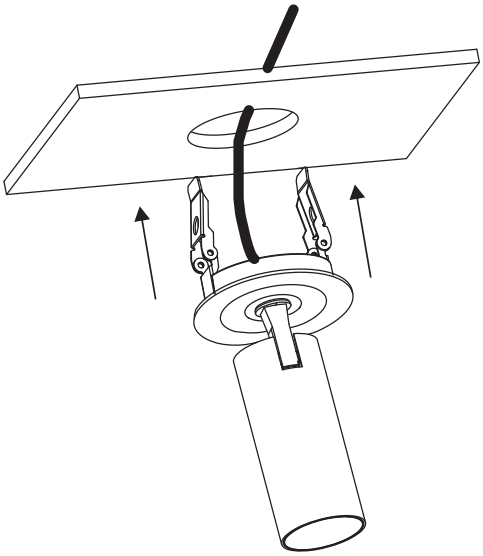

图3
3、捏紧两侧弹片，将灯体嵌入安装孔，确何灯具安装稳妥（见图3）